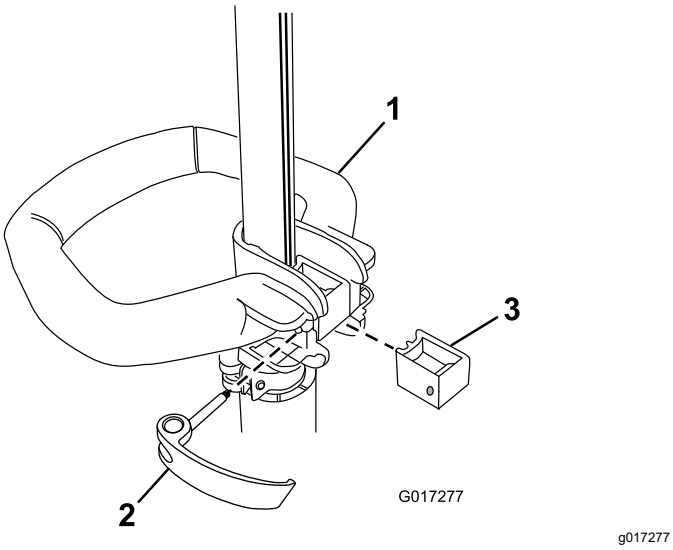

Figura 1
1. Coloque la empuñadura auxiliar sobre el mango de la desbrozadora con la superficie lisa hacia usted (Figura 1).
2. Introduzca la pieza de refuerzo en la empuñadura auxiliar de manera que el refuerzo encaje en la ranura del mango (Figura 1).
3. Pase el pestillo desde la izquierda a través de la empuñadura y la pieza de refuerzo, y apriete el tornillo del pestillo con un destornillador Phillips (Figura 1).